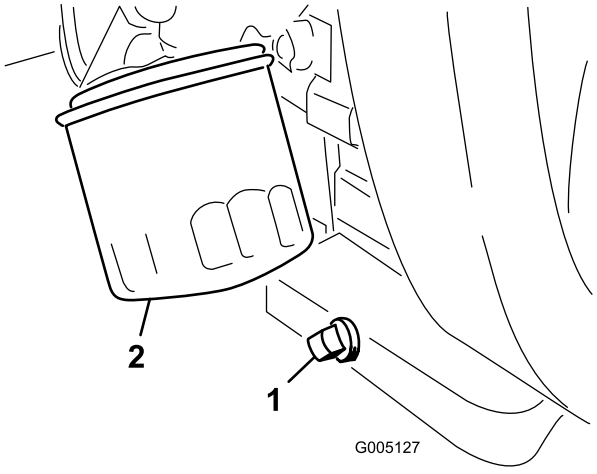

Figura 46
1. Retire el tapón de vaciado (Figura 46) y deje fluir el aceite a un recipiente apropiado. Cuando el aceite deje de fluir, coloque el tapón de vaciado.
2. Retire el filtro de aceite (Figura 46). Aplique una capa ligera de aceite limpio a la junta del filtro nuevo.